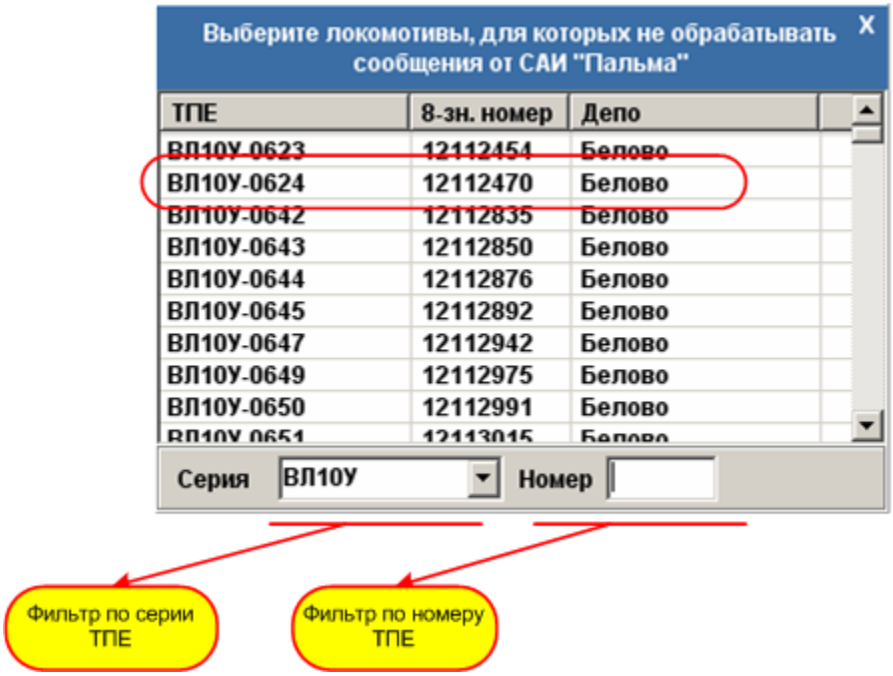

Рисунок 5.29 – Список необрабатываемых локомотивов
2. В появившемся окне выберите нужный локомотив (Рисунок 5.29):